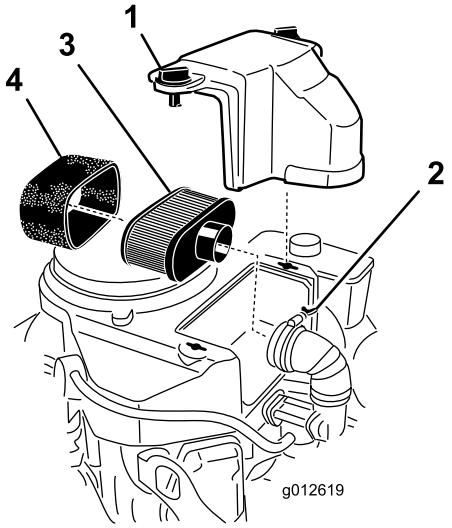

Figura 26
3. Limpie alrededor del limpiador de aire de forma que la suciedad no penetre en el motor y cause daños (Figura 26).
4. Desenrosque los pomos de la cubierta y retire la cubierta del limpiador de aire (Figura 26).
5. Desenrosque la abrazadera y retire el conjunto del limpiador de aire (Figura 26).
6. Retire cuidadosamente el filtro de gomaespuma del filtro de papel (Figura 26).
1. No limpie el filtro de papel, cámbielo (Figura 26)
1. Deslice cuidadosamente el filtro de gomaespuma sobre el filtro de papel (Figura 26).
2. Coloque el conjunto del limpiador de aire sobre la base del limpiador de aire y fíjelo con 2 tuercas de orejeta (Figura 26).
3. Coloque en su posición la cubierta del limpiador de aire y apriete el pomo de la cubierta (Figura 26).